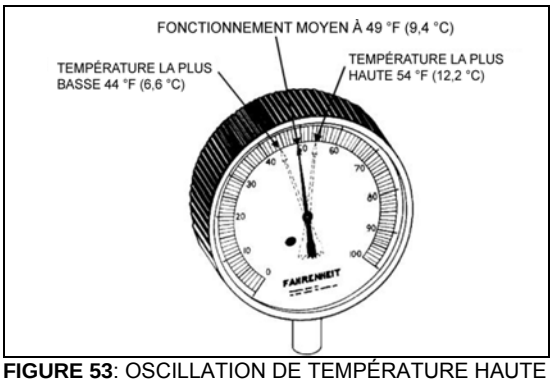

FIGURE 53: OSCILLATION DE TEMPÉRATURE HAUTE ET BASSE AU BULBE DISTANT
6. Observer approximativement cinq mesures à des intervalles de deux minutes et convertir en température à l'aide du tableau de pression de vapeur. De la même façon, observer la mesure de température au bulbe distant à des intervalles de deux minutes, et noter la mesure la plus basse et la plus élevée (Figure 53).